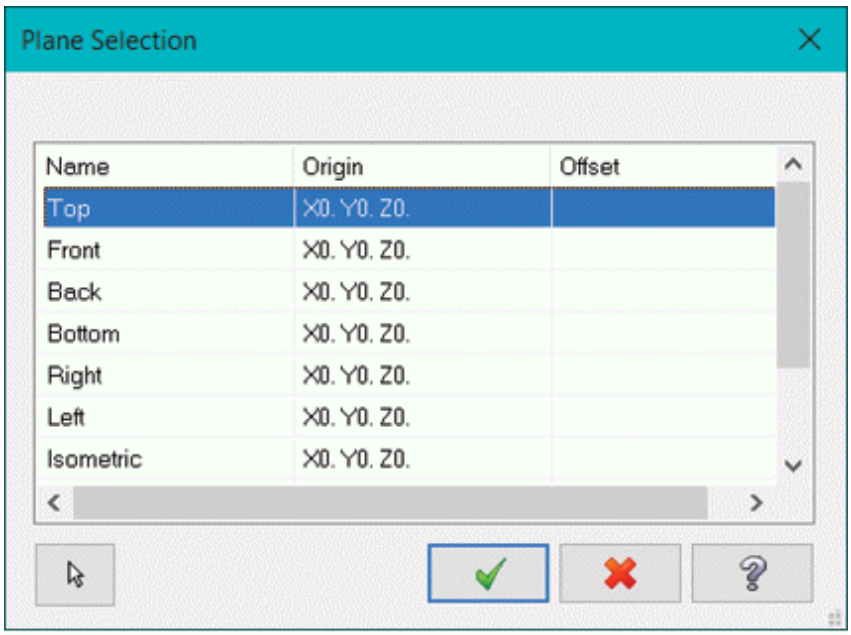

Figure-7. Plane Selection dialog box
- Select the **Transform to plane** radio button from the **Manager** to set selected plane as turning machine plane. After selecting radio button, click on the **Select destination plane** button next to the radio button. The **Plane Selection** dialog box will be displayed; refer to Figure-7.